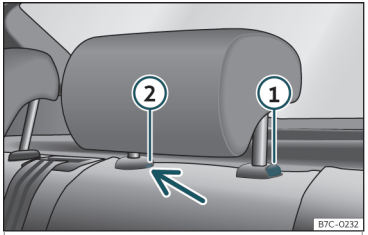

Fig. 103 Poggiatesta posteriore: smontaggio.
- Premere il tasto>>> **fig. 103** ①, premendo al tempo stesso attraverso il foro della sicura ② con un cacciavite piatto di massimo 5 mm di larghezza e rimuovere il poggiatesta.